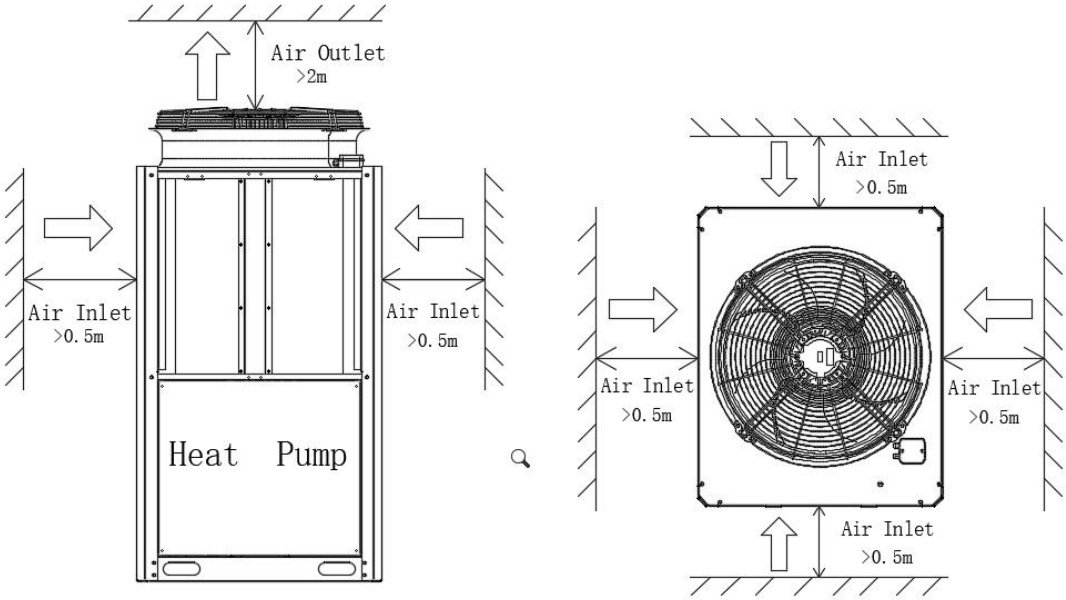

Fig 1
4.For easier and better maintenance and troubleshooting. For easier and better maintenance and troubleshooting, no obstacles around the unit should be closer than 1m. No obstacles within 2 meters vertical from the ventilation device.(See Figure 1)